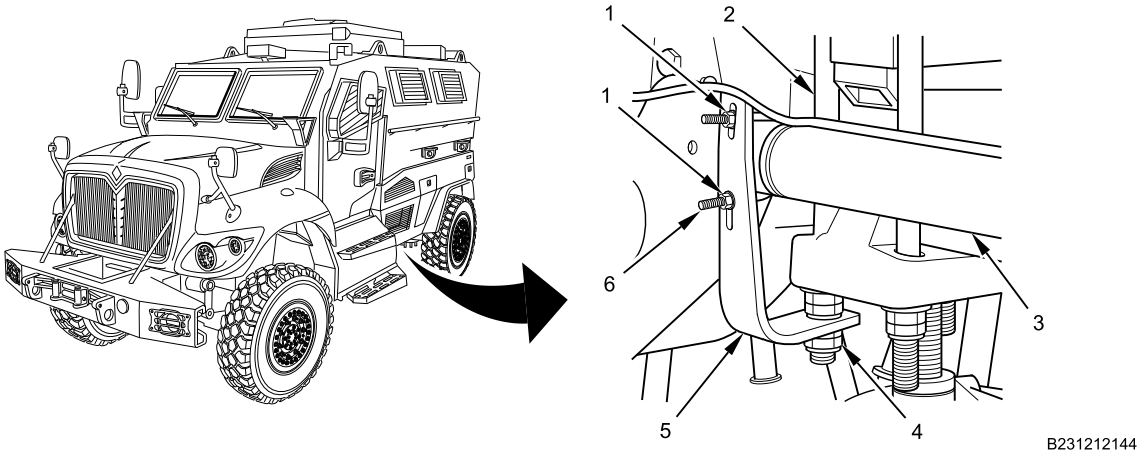

Figure 1. Brake S-Camshaft Tube Support Bracket.
1. Remove rear spring U-bolt nut and lockwasher (Figure 1, Item 4) from rear spring U-bolt (Figure 1, Item 2). Discard lockwasher (Figure 1, Item 4).
2. Remove S-camshaft tube clamp nuts and flat washers (Figure 1, Item 1) from S-camshaft tube clamp (Figure 1, Item 6).
3. Remove S-camshaft tube clamp (Figure 1, Item 6) from S-camshaft tube support bracket (Figure 1, Item 5) and S-camshaft tube (Figure 1, Item 3).
4. Remove S-camshaft tube support bracket (Figure 1, Item 5) from rear spring U-bolt (Figure 1, Item 2).